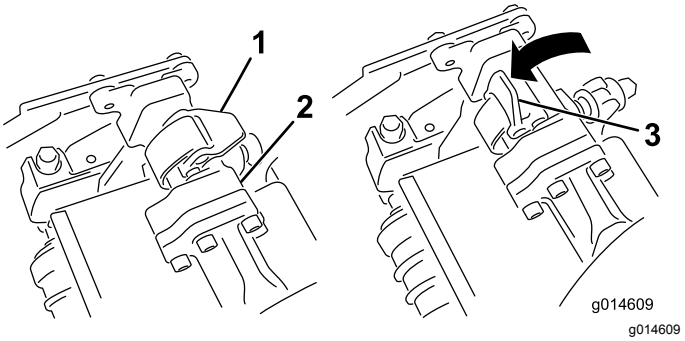
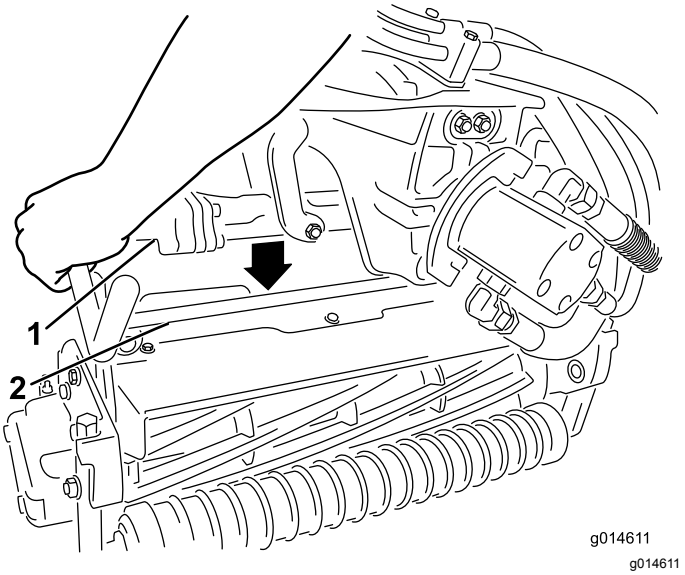

Rysunek 12
Rysunek 13
9. Gdy zapadki na pręcie ramienia podwieszonego skierowane są ku górze (tzn. gdy są otwarte) (Rysunek 12), popchnij ramię podwieszone w dół, tak aby pręt dopasował się do innego pręta w górnej części zespołu tnącego (Rysunek 13).
10. Zamknij zapadki wokół pręta zespołu tnącego, a następnie zablokuj je na swoim miejscu(Rysunek 12).